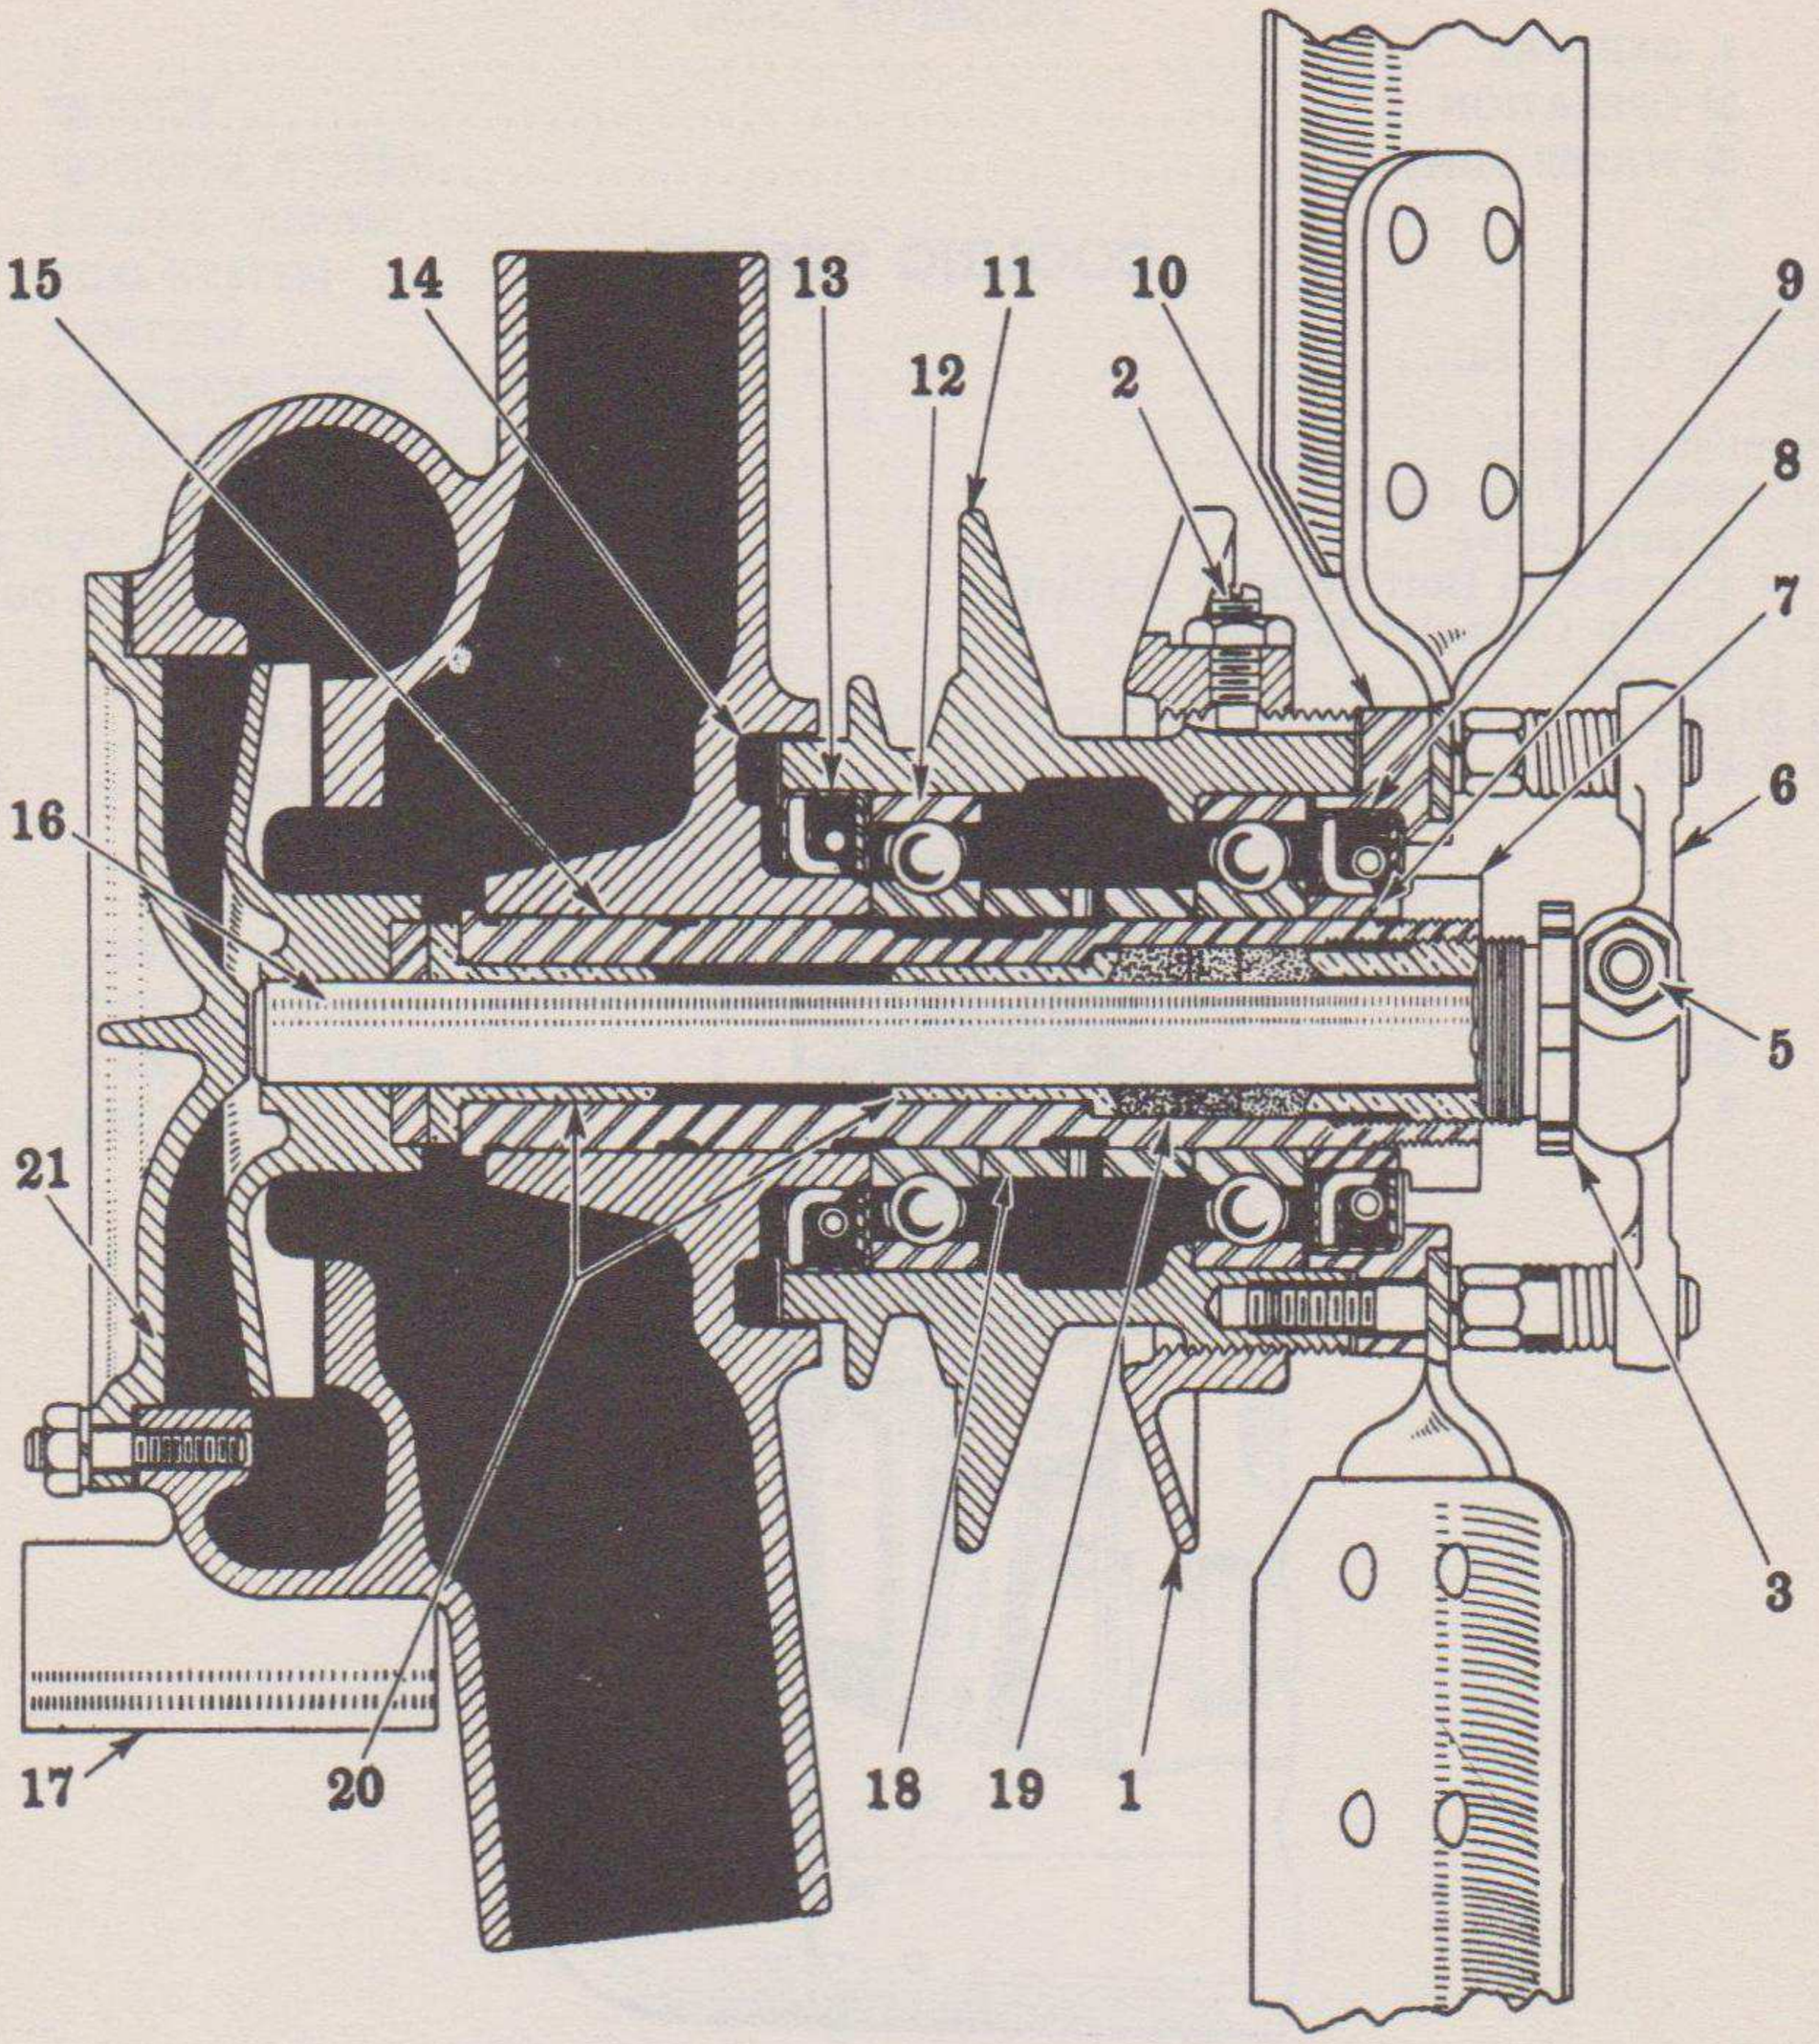

Fig. 2—Cross section of the water pump.
(1) Pulley Flange. (2) Set Screw. (3) Packing Gland. (5) Pin. (6) Driver. (7) Nut. (8) Spacer. (9) Oil Seal, Front. (10) Bearing Retainer. (11) Pulley Hub. (12) Bearing. (13) Oil Seal, Rear. (14) Felt Washer. (15) Sleeve. (16) Impeller with Shaft. (17) Pump Body. (18) Spacer. (19) Packing. (20) Bushings. (21) Cover.
Due to wear after considerable service, the pump may leak. When this occurs, tighten the packing nut (3), Fig. 2, just enough to stop the leaking. Use water pump wrench 11858-DA. After all the adjustment is taken up on the packing nut, it will be necessary to add more packing, or preferably, to remove the old packing and install new packing (19) Fig. 2. For service, packing is obtainable in split segments ¼" thick.
c. Service.—To replace the packing (19) Fig. 2, remove the driver pin (5) and driver (6). Unscrew and remove the packing nut (3). Remove the cover (21) on the back of the pump, and slide out the impeller with shaft for easy removal of the packing.